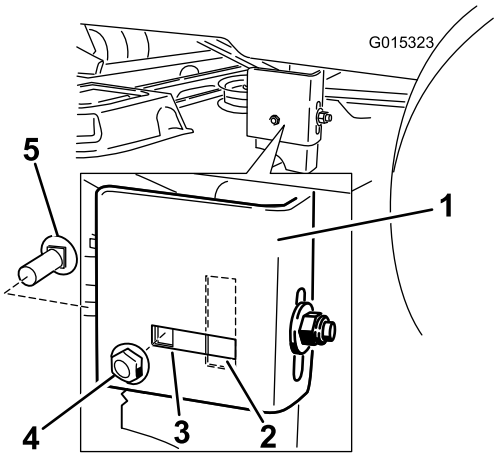

**Figur 61**
7. Gå til venstre side av maskinen. Kontroller om sidevognsbolten er i fast eller gjenget posisjon (Figur 61).
8. Hvis sidevognsbolten er i fast posisjon, fjerner du den og sidelåsemutteren fra den faste posisjonen og monterer dem i gjenget justeringsposisjon (Figur 61).